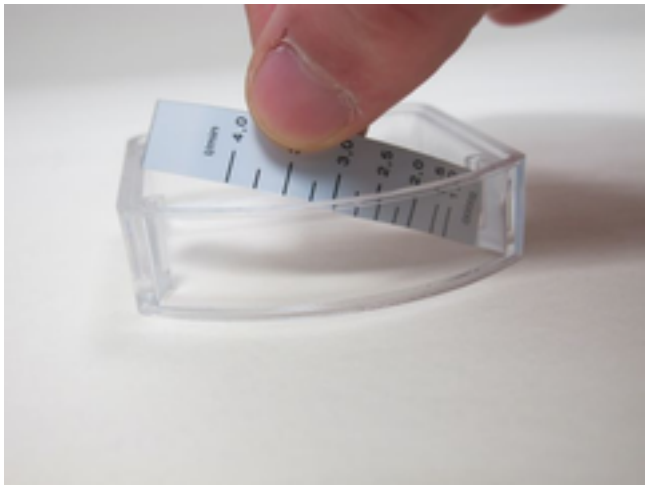

Fig. 44: Loosen the scale carrier
4. Pull the scale support (with affixed scale) from the guides in the plastic housing (*Fig. 44*)